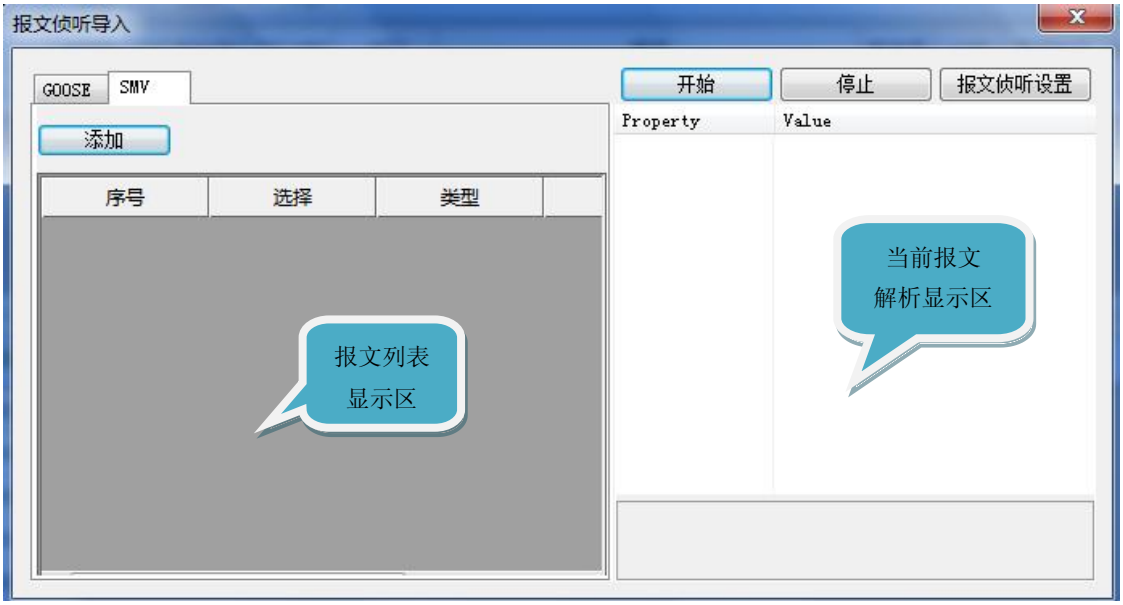
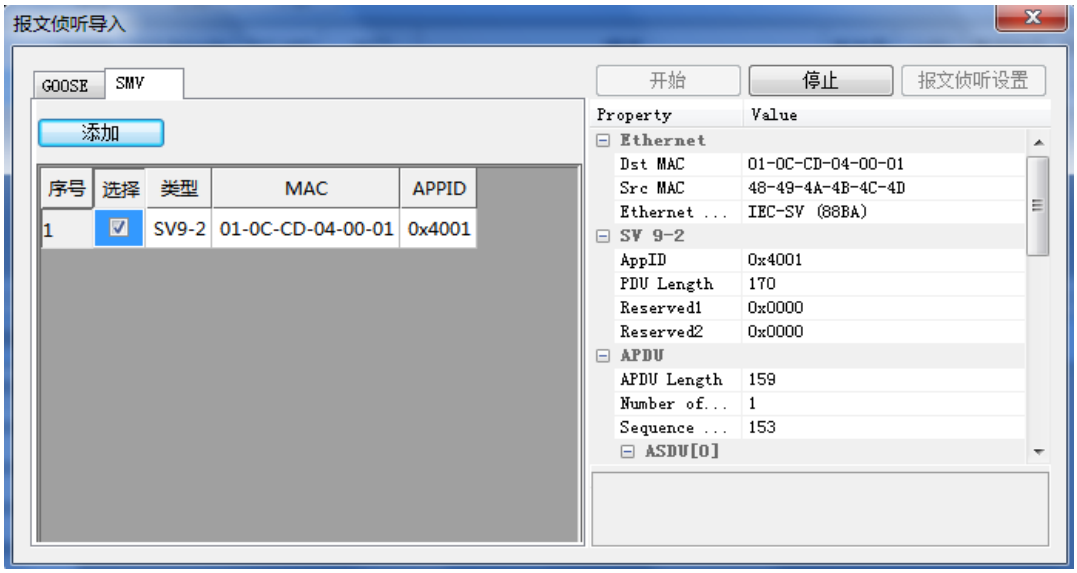

图 3-16 报文侦听导入界面
图 3-17 SMV 报文侦听导入
在“IEC-61850 配置”界面，点击“报文侦听导入”，即可打开报文侦听导入界面。见图 3-16。
③ 选择报文侦听的方式（根据第①步的实际接线，选择抓取方式：“通过测试仪抓取”或“通过光电转换器抓取”），然后再选择侦听所用的网卡，最后点击OK确认，完成设置；
④ 点击“开始”，开始侦听报文，在左侧的报文列表区将显示已侦听到的SMV/GOOSE报文的目标MAC地址与APPID（见图3-16）；
⑤ 点击“停止”，停止侦听报文；
⑥ 在SMV报文列表区，根据测试需求，勾选需要的SMV报文（右半区将显示其对应的报文解析），点击“添加”，把选中的多个SMV报文添加到SMV配置（见图3-17）；